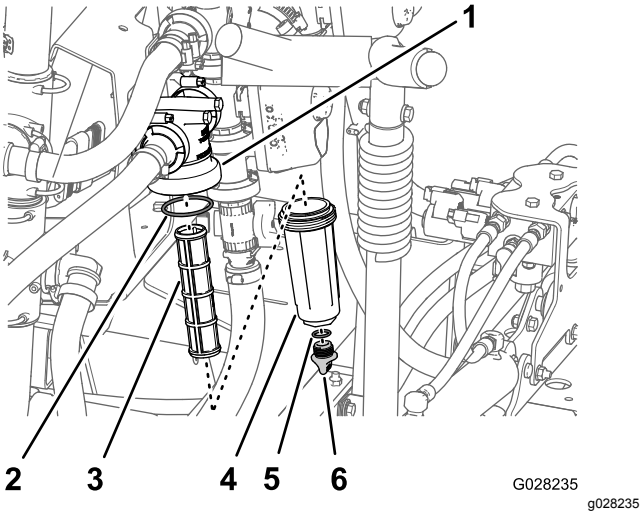

Figur 101
2. Placera ett kärl under tryckfiltret (Figur 101).
3. Vrid avtappningspluggen motsols och ta bort den från tryckfiltrets skål (Figur 101).
4. Vrid skålen moturs och avlägsna den från filterhuvudet (Figur 101).
5. Ta bort det gamla tryckfiltret (Figur 101).
6. Kontrollera att avtappningspluggens o-ring (sitter på insidan av skålen) och skålens o-ring (sitter på filterhuvudets insida) inte är slitna eller skadade (Figur 101).
7. Montera det nya tryckfiltret i filterhuvudet (Figur 101).
8. Montera skålen på filterhuvudet och dra åt för hand (Figur 101).
9. Montera pluggen i skålen och dra åt den för hand (Figur 101).